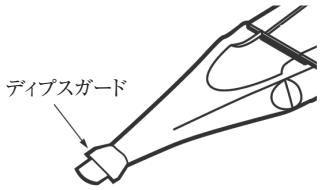
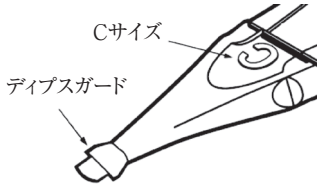

図 5a(6.0～27.0D)
図 5b(27.5～30.0D)
9. 27.5Dから30.0Dの眼内レンズはCサイズの専用挿入器で提供される(図 5bのとおり専用挿入器の表面に“C”が刻印されている)。眼内レンズの挿入前に、眼内レンズが正しく装填され、支持部も適切に折り曲げられていることを確認する。その後、ディプスガードを限度とし、眼内レンズの挿入に必要なところまで創口からノズルチップを挿入し前嚢開窓部に向けてレンズを射出する(図 5a及び図 5b)。